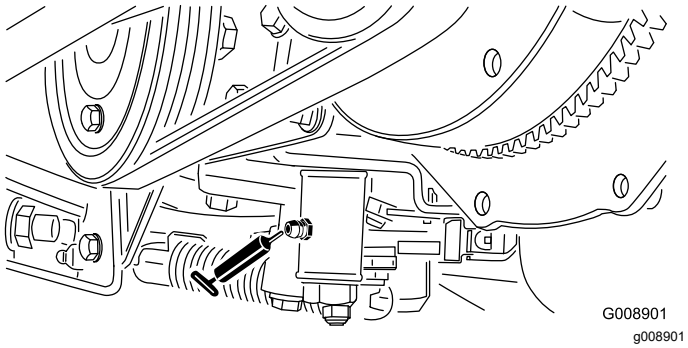

Figuur 49
- Afstelmechanisme neutraalstand (Figuur 49)